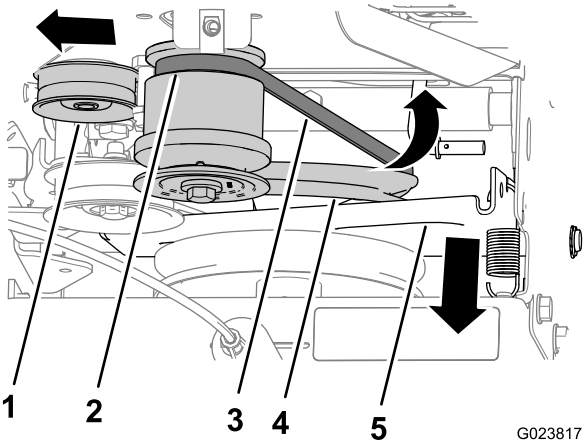

Figur 42
4. Drej traktionskontrolbeslaget og traktionsremskiven fremad (Figur 42).
5. Træk spændingsremskiven udad (Figur 42).
7. Skub remmen af den bageste rille på motorremskiven, og fjern remmen fra maskinen (Figur 42).
2. Ret remmen ind efter rillen i bunden af traktionsremskiven (Figur 42).
3. Træk spændingsremskiven udad (Figur 42).
4. Ret remmen ind efter den bageste rille i motorremskiven (Figur 42).